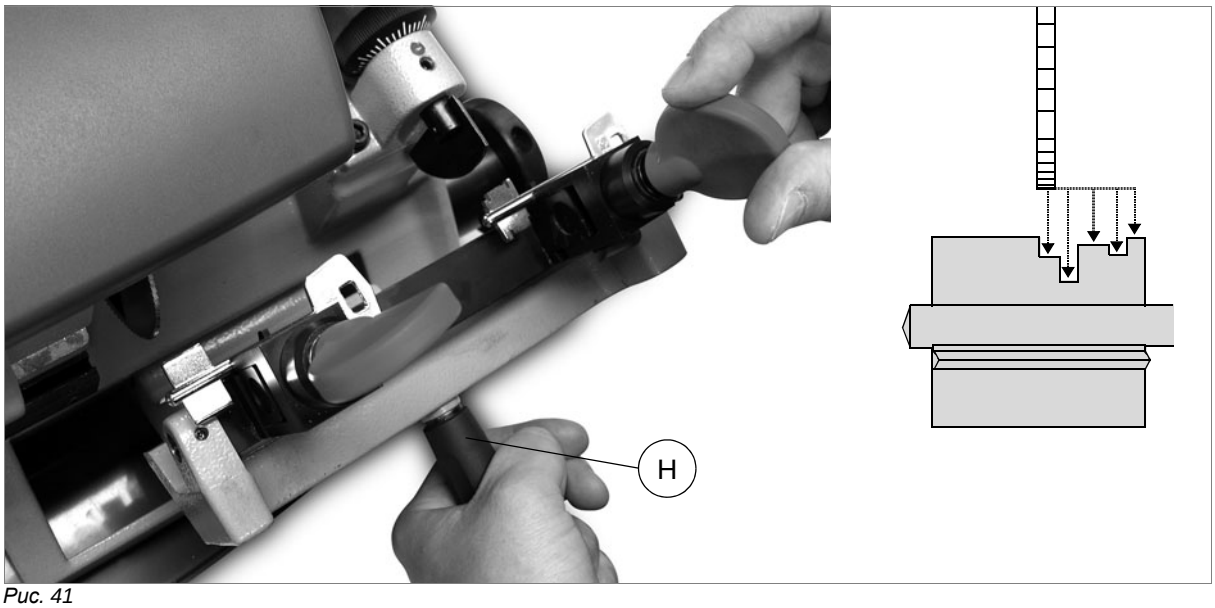

Рис. 41
6) Продолжайте обработку (рис. 41); при необходимости разблокируйте механизм наклона для развальцовки лезвий (глава 7.1.4, стр. 20).
7) Для выполнения обработки поднимите каретку рукояткой (H), чтобы оригинальный ключ вошел в контакт с копиром.
8) Рукояткой (H) верните каретку обратно, перейдите на следующую позицию для обработки и продолжайте с шага 7.
9) После завершения обработки выключите станок выключателем (U) и извлеките ключи.